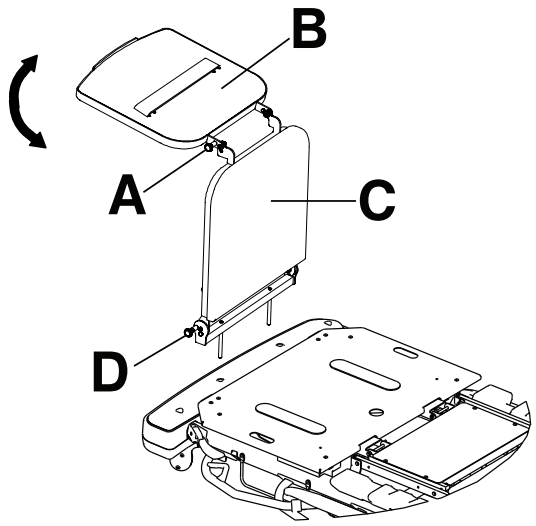

Figura 7 – Tabuleiro do desfibrilhador-extensão para os pés
1. Puxe o botão superior para fora (A) (Figura 7).
2. Gire o tabuleiro do desfibrilhador (B) até o tabuleiro ficar plano sobre o produto, na extremidade do lado dos pés. Solte o botão superior (A). Certifique-se de que o tabuleiro do desfibrilhador está bloqueado na devida posição.
Para converter o tabuleiro do desfibrilhador/extensão para os pés numa extensão para os pés (Figura 7):